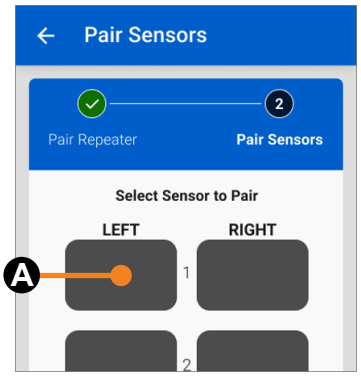

Fig.15
5. After choosing a spare tire option, the PAIR SENSORS page will open **(Fig 15)**. The page is organized as if looking at the trailer from above. LEFT and RIGHT columns show tires on either side of the trailer. Axles are numbered, with "1" being the forward most. A spare tire appears as a full-width widget.